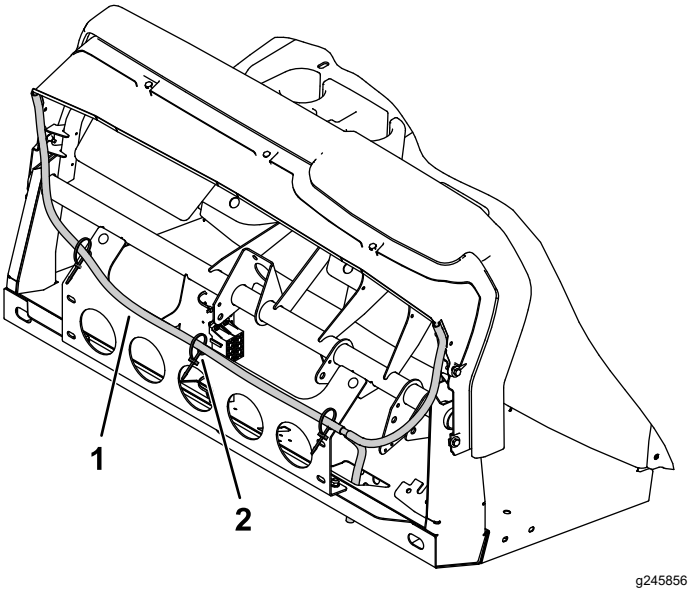

Figur 43
5. Dra det anslutna genomskinliga röret från passagerarsidan ned genom golvplattan (med kopplingspedalen) till maskinens förarsida (Figur 43).
6. Fäst det genomskinliga röret med de tre magnetiska buntbanden och de tre kabelbanden (Figur 43).